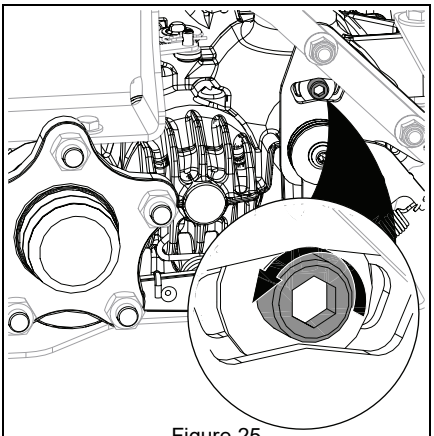

Figure 25
1. Loosen the return-to-neutral screw on the transaxle. See Figure 25.